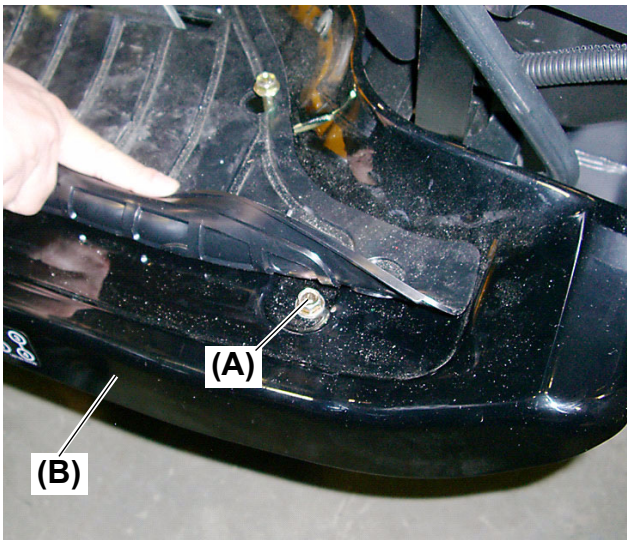

Fig. 1
1. Remove the ten (10) cushion fasteners that secure the step sheet (rubber mat) to the step.
2. Remove the two (2) M8 × 20 mm (L: 0.8 in.) bolts **(Fig. 1, (A))** that secure the step to the right front step stay **(Fig. 1, (B))**.
3. Remove the two (2) M8 × 20 mm (L: 0.8 in.) bolts **(Fig. 1, (A))** that secure the step to the left front step stay **(Fig. 1, (B))**.